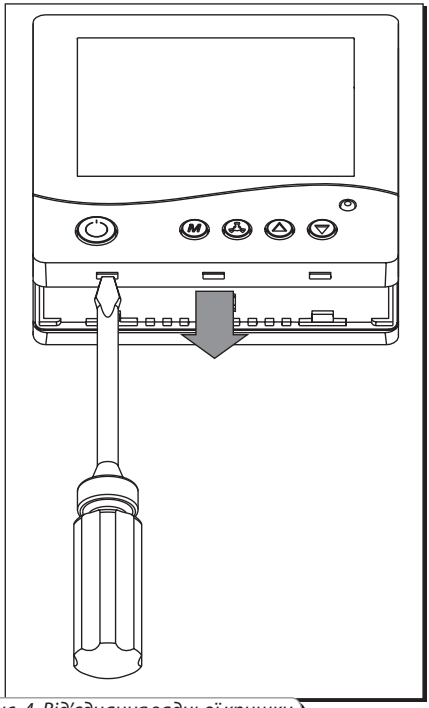

Рис. 4. Від'єднання задньої кришки
- Акуратно викруткою відстібніть защіпки через технологічні отвори у нижній частині настінної панелі керування (рис. 4).